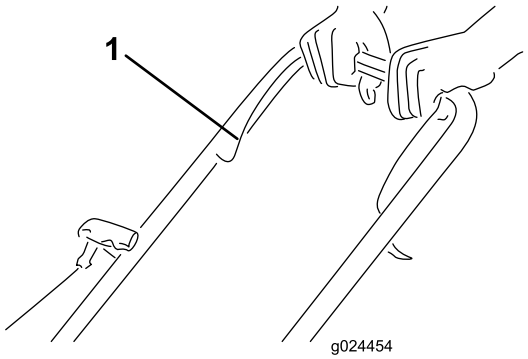

Rysunek 12
1. Przytrzymaj dźwignię sterującą ostrzami przy uchwycie (Rysunek 12).